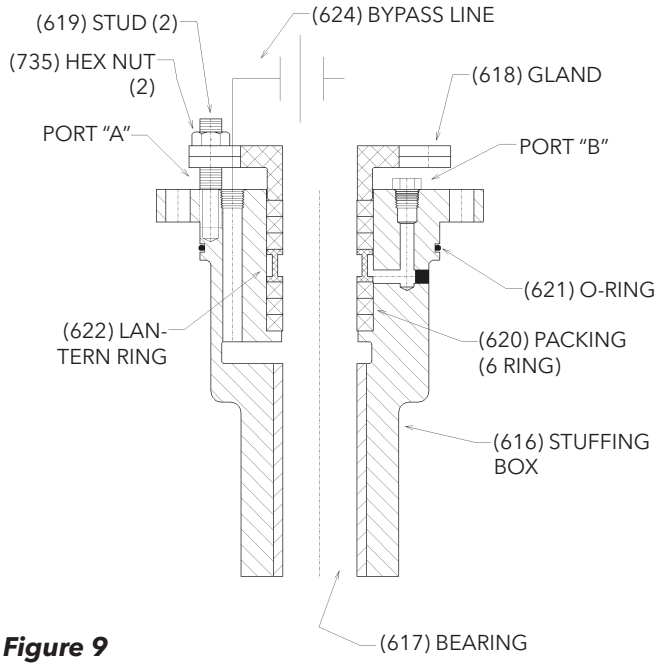

***Figure 9***
1. If the stuffing box (See Fig. 9) or tension nut (See Fig. 10) is assembled to the head, remove it and all the attached piping.
2. For threaded column, **check to be sure that the column flange (637) is securely attached to the bottom of the discharge head. Check and tighten the capscrews** (or socket head screw) gradually in diametrically opposite pairs.
Assemble stuffing box as shown in Figure 9.